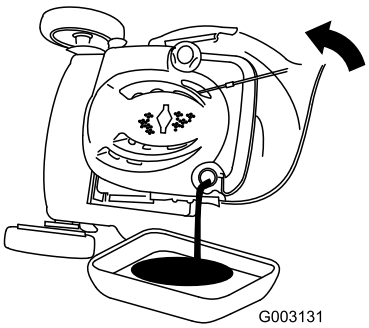

Figur 37
7. Lägg maskinen på sidan med påfyllningsröret nedåt för att tömma ut oljan genom påfyllningsröret i kärlet (Figur 37).